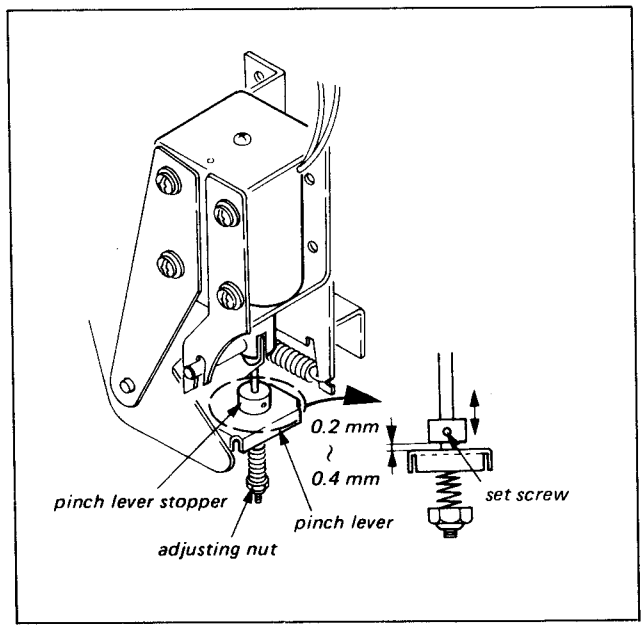

Fig. 8-6. Tape advancing power adj. (PLAY mode without tape)
2. Check to see that clearance in Fig. 8-6. (between the Pinch Lever Stopper and the Pinch Lever) is between 0.2 mm ~ 0.4 mm. If not, loosen the set screw and adjust the Pinch Lever Stopper position.